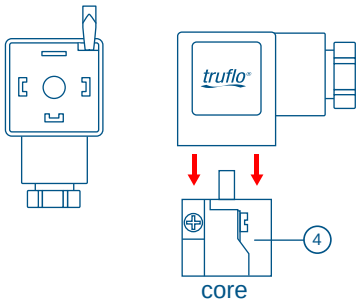

Fig. 2
- Use a screwdriver or similar tool to press out the core (pos. 4) of the junction box (Fig. 2).